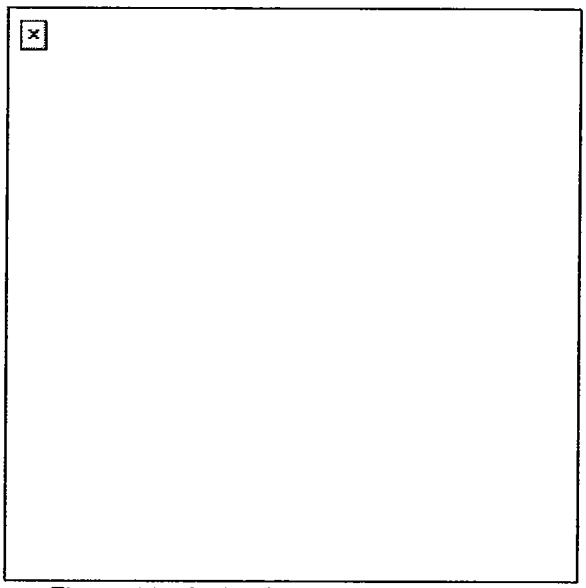

Figure 11. Antitank weapons placement.
a. The antitank weapons (tube-launched, optically tracked, wire-guided, heavy antitank missile system [TOW], Dragon, 90-millimeter [mm], light antitank weapon [LAW]) should be positioned on upper stories for long-range coverage (Figure 11).